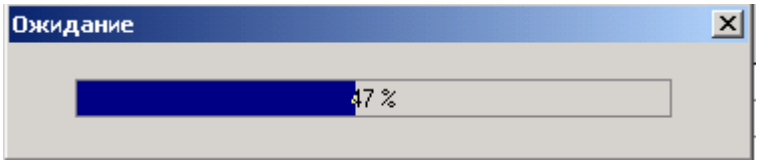
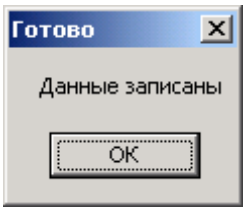

Рис.52. Окно переноса (прогресс-бар).
Рис.53 Окно готовности.
Затем установить DS1996 в держатель устройства ввода-вывода и дождаться окончания переноса (рис.52):
. По окончанию переноса вынуть носитель из держателя устройства. Завершается процесс появлением окна готовности (рис.53).
- Затем установить DS1996 в держатель устройства ввода-вывода и дождаться окончания переноса (рис.52).
6. После этого установить DS1996 в держатель устройства ввода-вывода и дождаться окончания переноса (рис.52). Завершается процесс появлением окна рис.53. После появления окна с сообщением «Данные записаны» нажать «ОК» и вынуть носитель из держателя устройства.